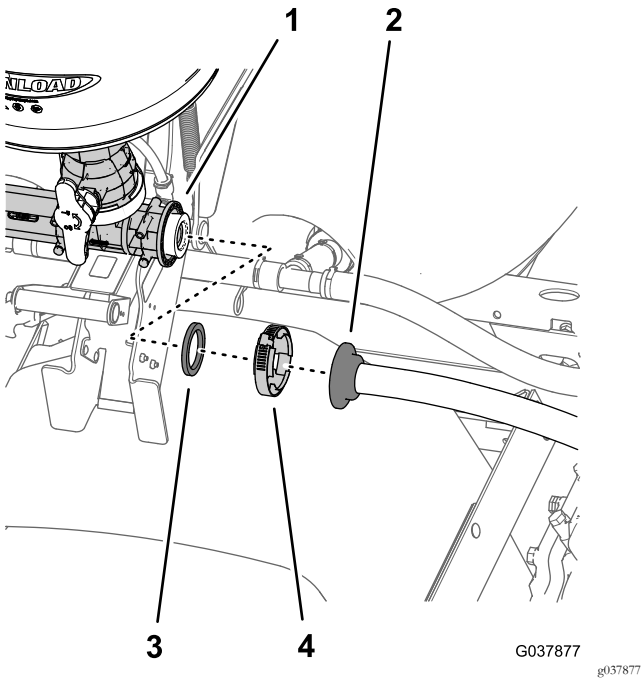

Figuur 41
1. Verwijder de flensklem waarmee de rechte slangpilaar van de toevoerslang van de straalpomp bevestigd is aan de flens aan de ingang van de straalpomp (Figuur 41).
2. Maak de slangpilaar los van de straalpomp en verwijder de pakking (Figuur 41).